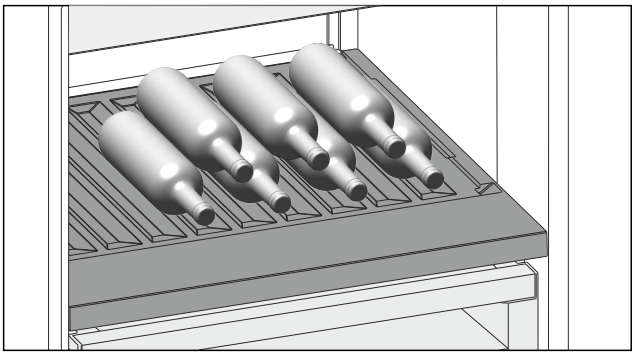

Fig. 219 Reprezentare exemplificatoare
▶ Introduceți sticlele cu fundul în spate, către peretele posterior. (vezi Fig. 219)